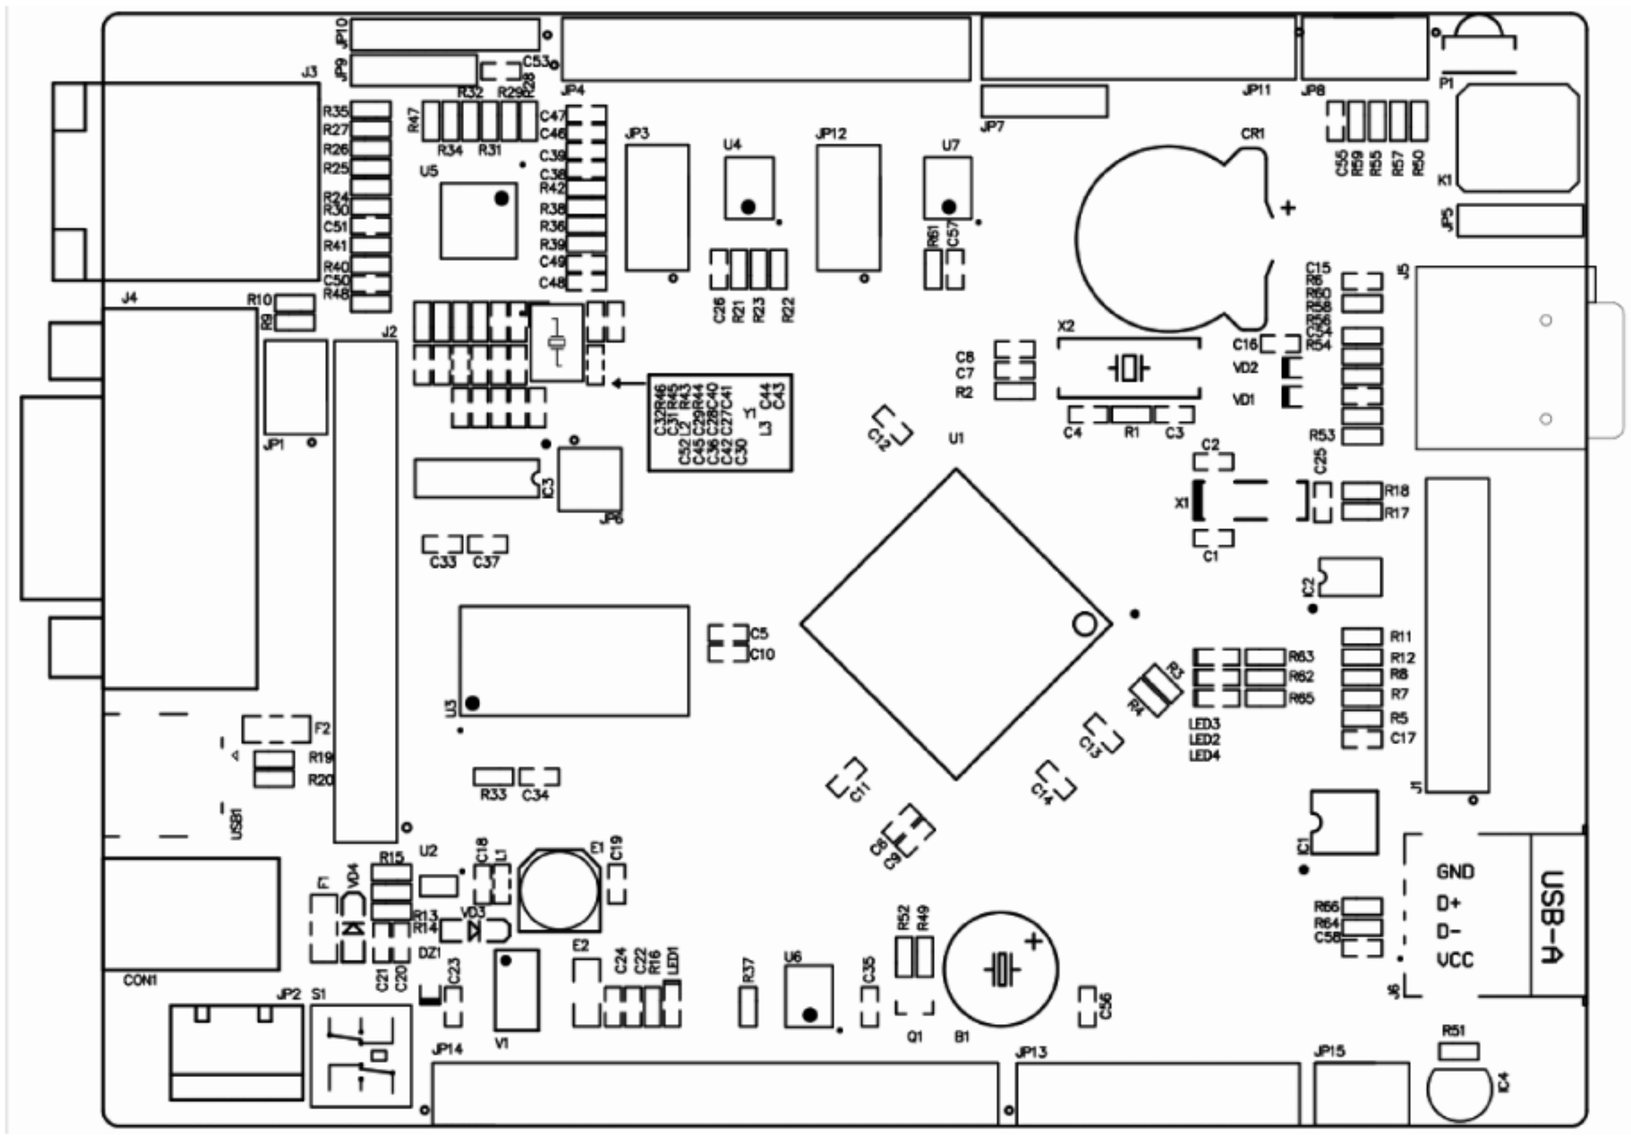

图 6-53　位号图输出效果
(11) 最终输出如图 6-53 所示的元件位号图(此次演示案例底层没有元件,所以底层没有相应输出)。